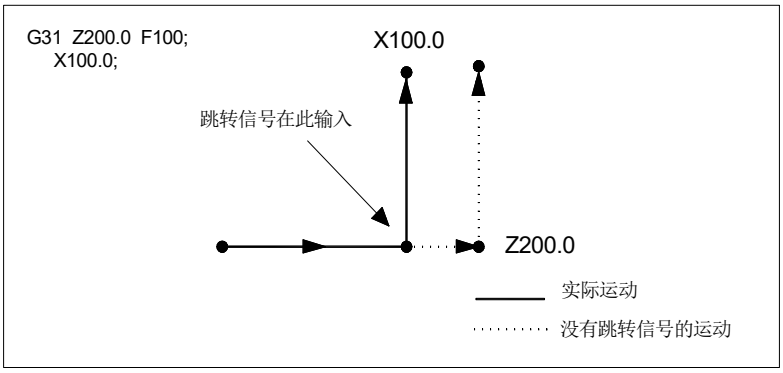

图 3.10-2
②．G31 的下一个程序段是1 个轴的绝对坐标编程, 编程轴的绝对坐标运行到指定点，另一轴保持原位不动。见下图图3.10-2：